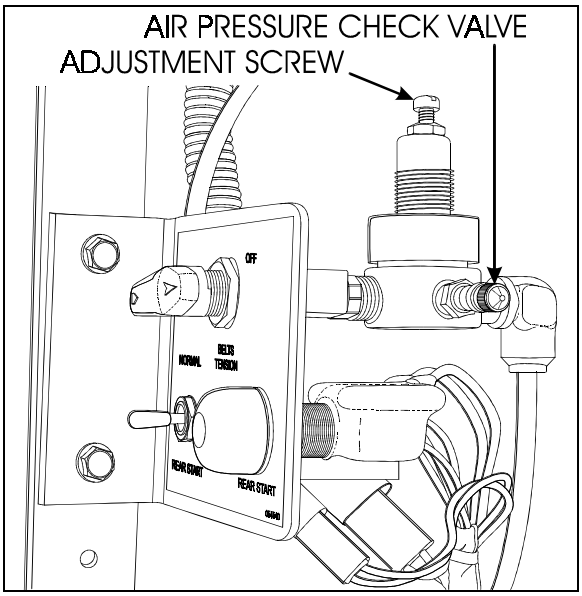

FIGURE 24: TENSIONING VALVE 01058
1. Open engine compartment rear doors and locate the belt tensioner two-way control valve (Fig. 24), mounted above the engine R.H. side door next to the pressure regulating valve, then turn handle counterclockwise in order to release pressure and tension on belts.
3. Reset belt tensioning pressure control valve (Fig. 24). Pressure is factory set to 50 psi (345 kPa), periodically check proper pressure.